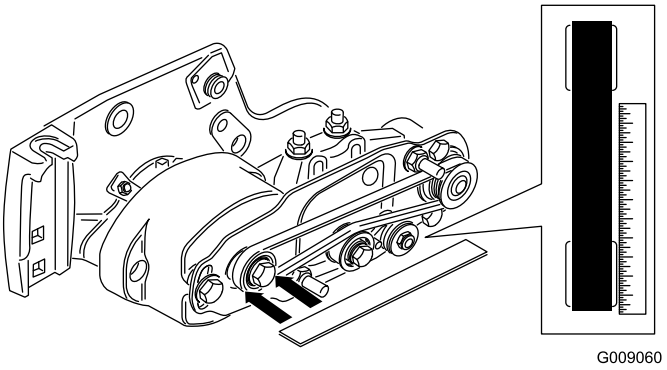

Figur 17
- Læg et retholt langs den yderste overflade af **drivremskiven** (Figur 17). Læg **ikke** retholtet hen over både drivremskiven og de drevne remskiver.